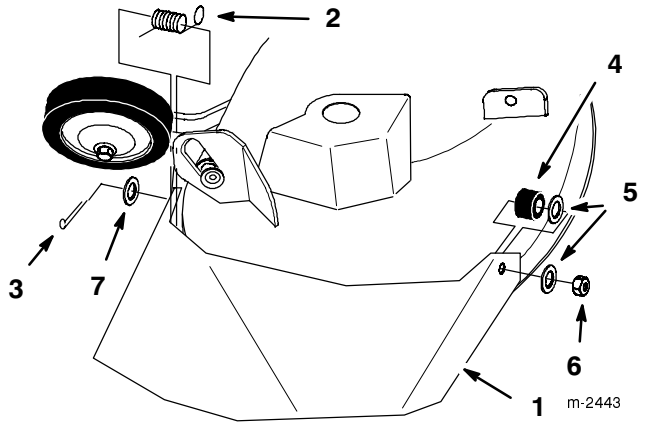

Abbildung 1
1. Das kurze Federende in das kleine Loch im Grasablenkblech stecken (Abb. 1).
2. Feder und Grasablenkblech über dem Pfosten hinten am Mähdeck anbringen und mit einem Splint befestigen (Abb. 1).
4. Das Grasablenkblech über den Bolzen legen und mit der zweiten Kunststoffscheibe und einer Sicherungsmutter befestigen (Abb. 1).